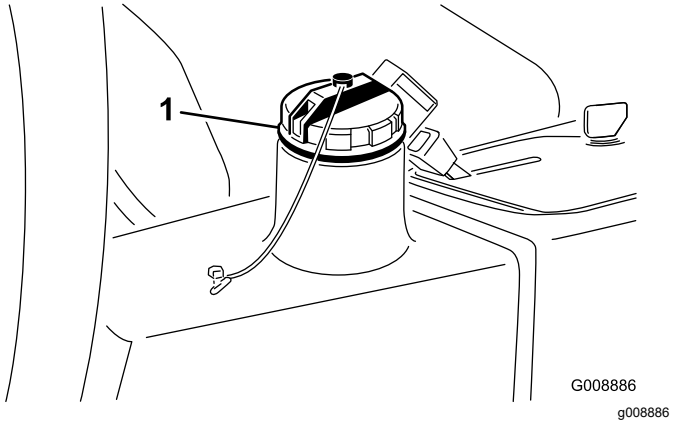

Figur 80
2. Rengør området omkring påfyldningsstudsen og hydrauliktankens dæksel (Figur 80).